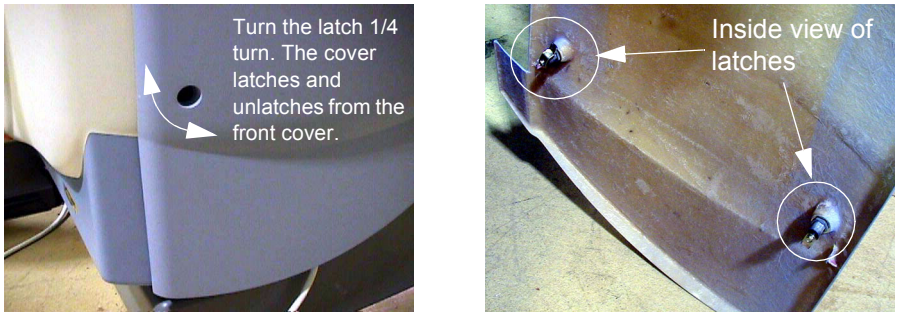

Figure 8-50 Side Cover Latches
2.) Use an 8mm Hex wrench to unlatch the side cover from the front cover. See Figure 8-50.
2.) Use Hex wrench to secure the side cover to front cover by turning the bolts a quarter turn. See Figure 8-50.